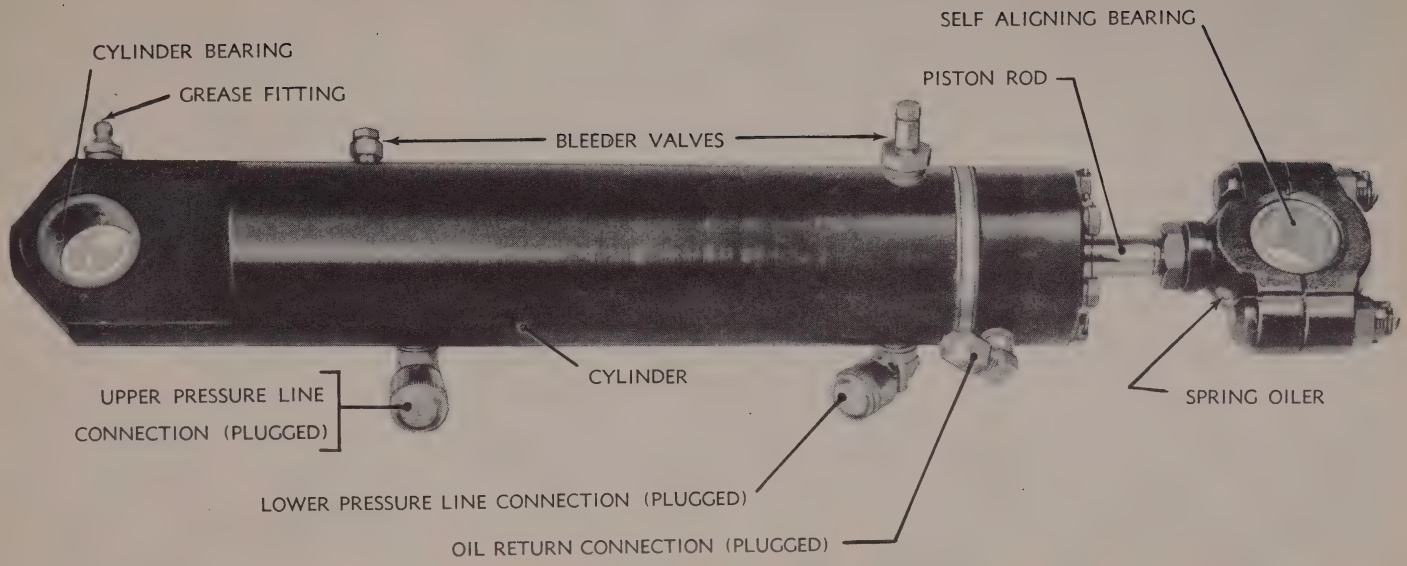

Figure 142—Stabilizer Piston and Cylinder—Removed
(5) Make certain that the turret switch is in the "OFF" position.
(6) Loosen the oil return line (3/4-in. open-end wrench), remove small hexagon plugs (5/16-in. open-end wrench) and loosen two bleeder valves on cylinder (5/16-in. and 3/8-in. open-end wrenches) (fig. 142). The 5/16-inch wrench for the top valve and the 3/8-inch wrench for the bottom.
(7) Add oil to system until a flow, free of bubbles, is obtained from the return line. Tighten this connection permanently (3/8-in. open-end wrench).
(8) After a solid flow of oil is obtained from bleeder valves, tighten finger tight.
(9) Loosen top bleeder valve. Push breech slowly to extreme "up" position and tighten bleeder valve after a solid flow of oil is obtained.
(10) Loosen lower bleeder valve. Push breech slowly to extreme "down" position and tighten bleeder valve after a solid flow of oil is obtained.
(11) Repeat steps (9) and (10).
(12) Remove pressure supply line and connections, if used, and reconnect oil reservoir supply line.
(13) Work gun up and down slowly until no more signs of air appear in oil reservoir.